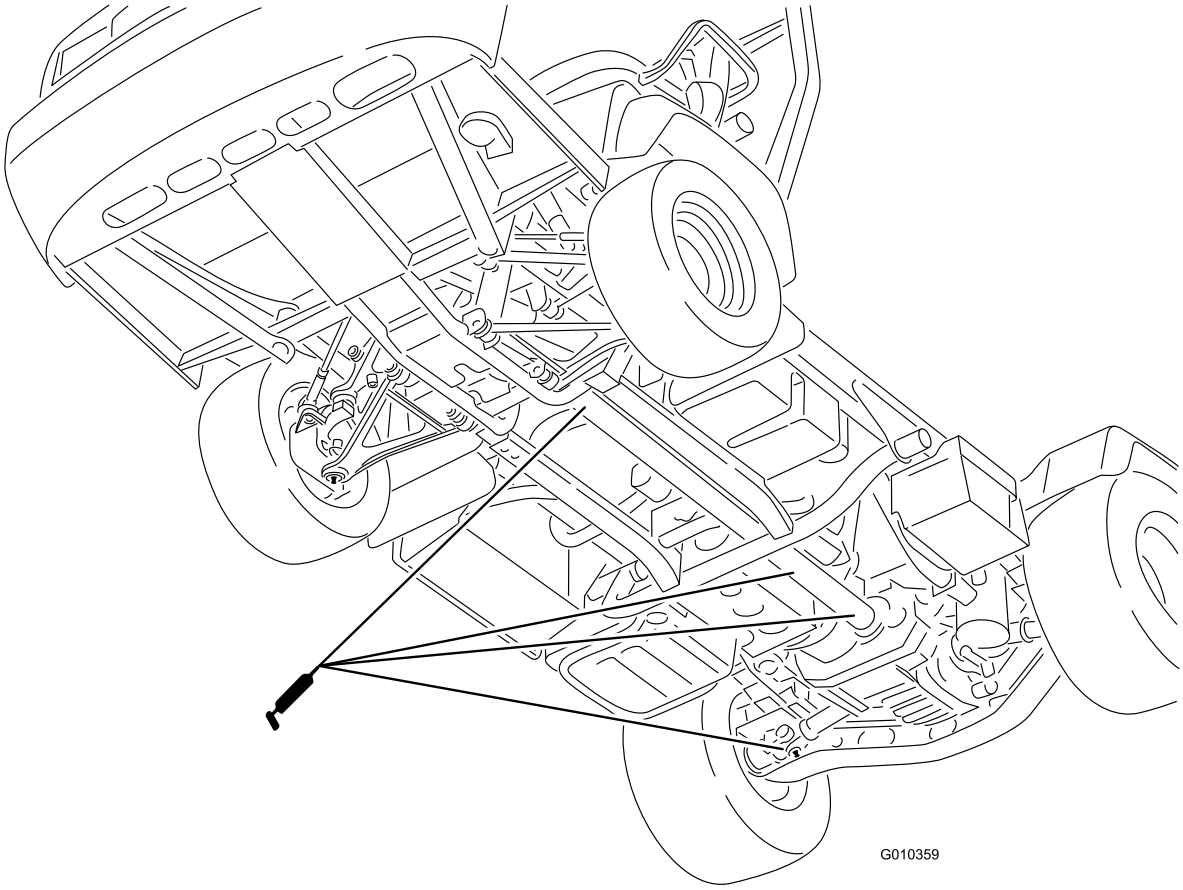

Figur 41
- U-led (18) och drivaxel för fyrhjulsdrift (3) (Figur 41)